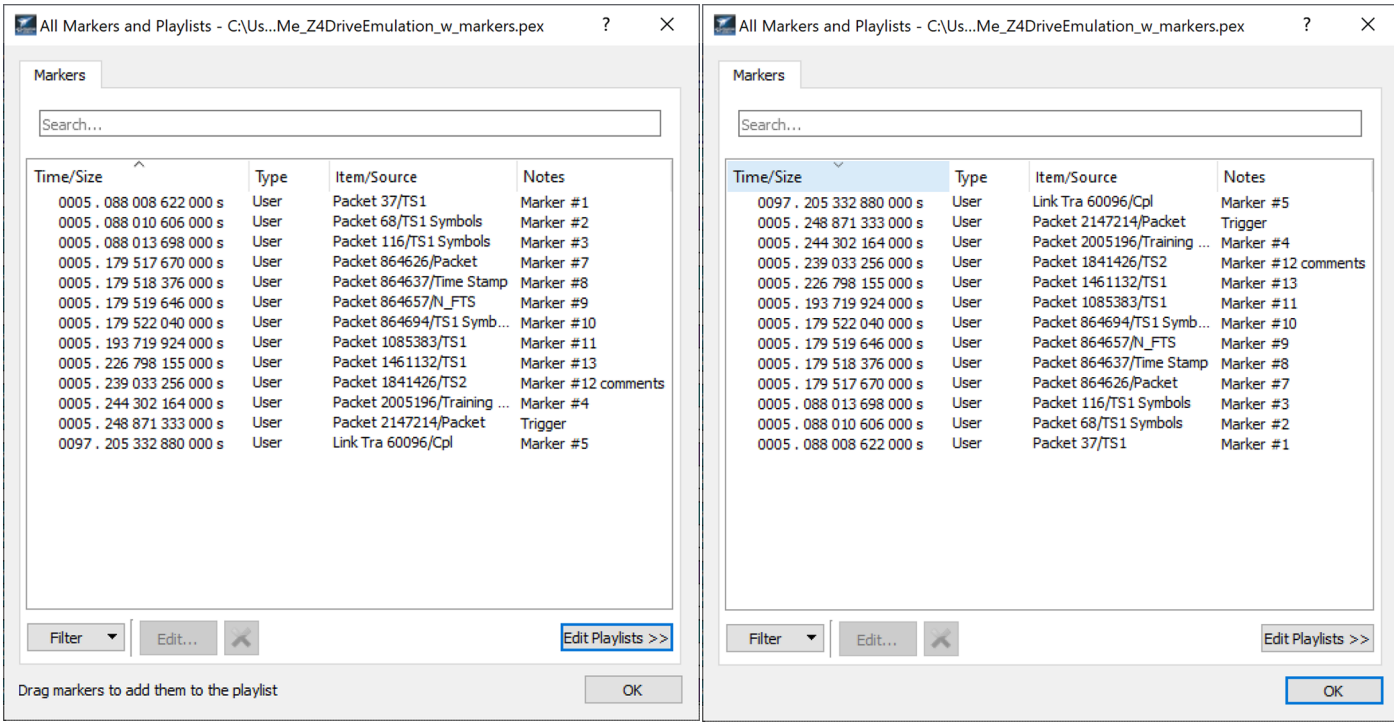

Figure 7.18: Markers Sorted by Timestamps in Ascending and Descending Order
- You can sort by Timestamps (or any other displayed title) in ascending or descending order. See Figure 7.18 on page 535.